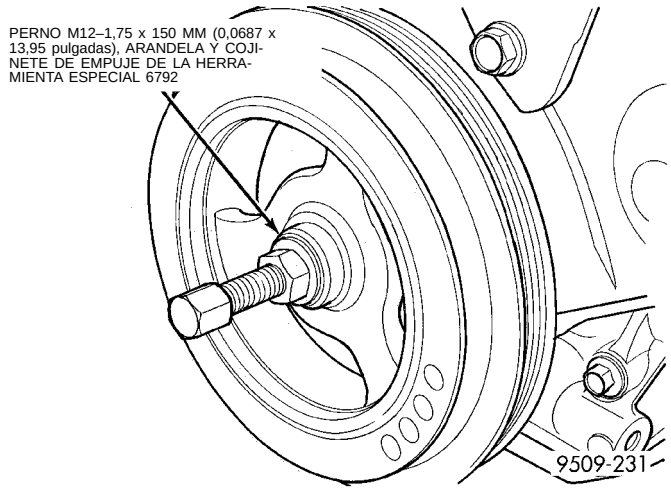

Fig. 61 Amortiguador del cigüeñal—Instalación
(4) Instale la correa de distribución y las tapas. Para informarse de la instalación, consulte en esta sección Sistema de la correa de distribución.
(5) Instale el amortiguador del cigüeñal (Fig. 61). Utilice el cojinete de empuje/arandela y el perno M12-1,75 x 150 mm (0,0687 x 13,95 pulgadas) de la Herramienta especial 6792. Instale el perno del